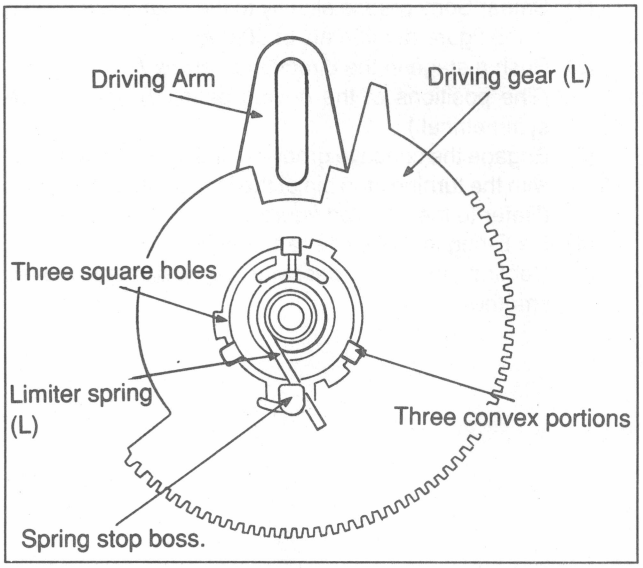

Fig. 7-8-11 Driving Arm Removal
3. Driving Arm Removal (Refer to Fig. 7-8-11.)